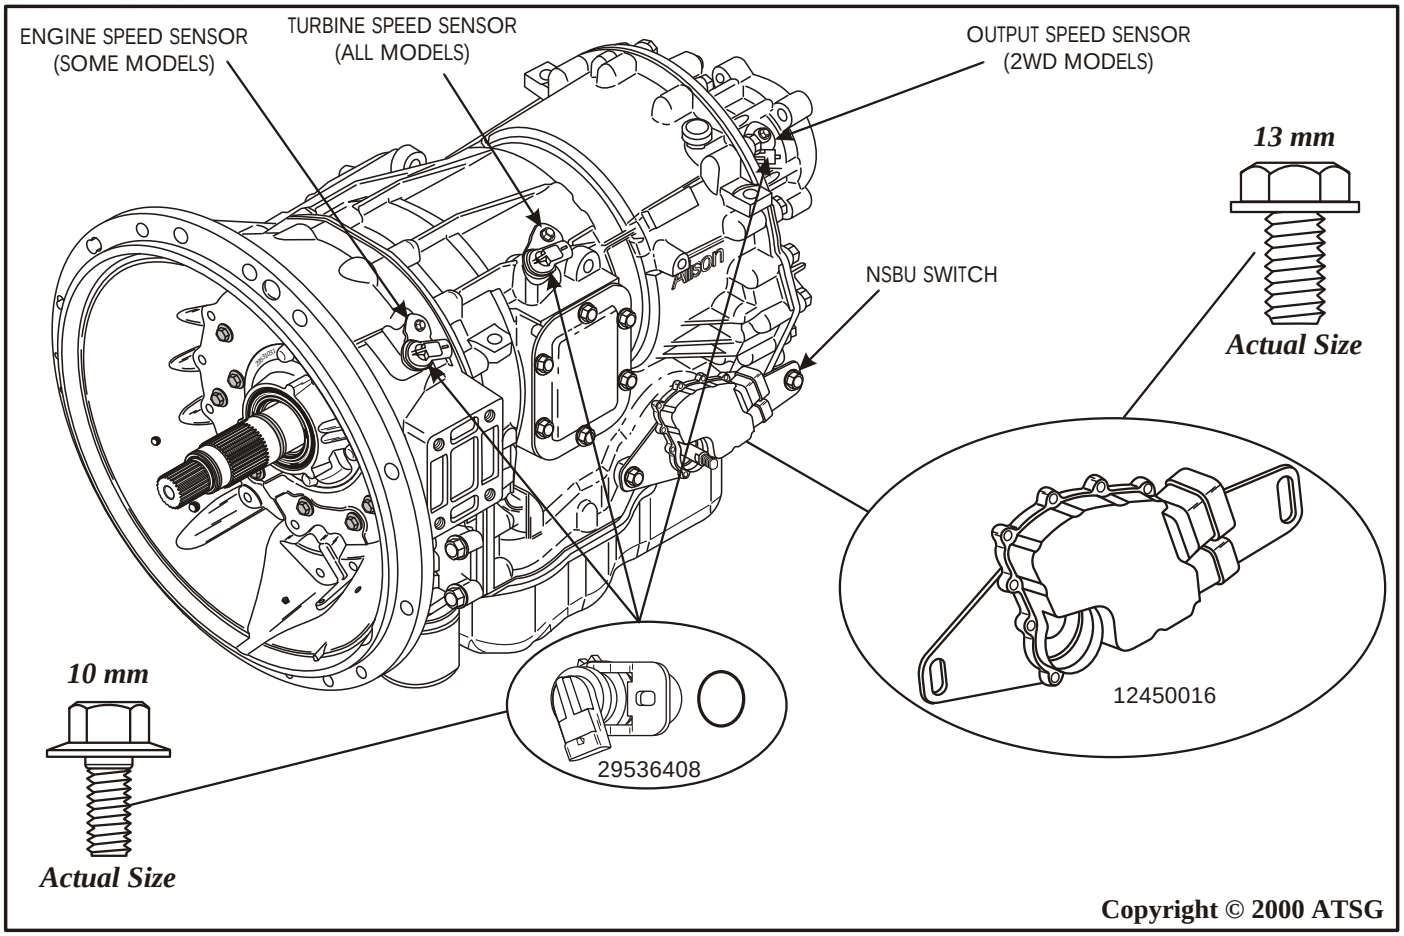

Figure 176
65. Install new "O" rings on all three speed sensors and lubricate "O" rings with a small amount of TransJel® (See Figure 176).
66. Install all three speed sensors in their proper locations, as shown in Figure 176, and torque the retaining bolts to 12 N.m, (9 ft.lb.).
67. Install the Neutral Safety Back Up switch, as shown in Figure 176, and torque the retaining bolts to 27 N.m, (20 ft.lb.